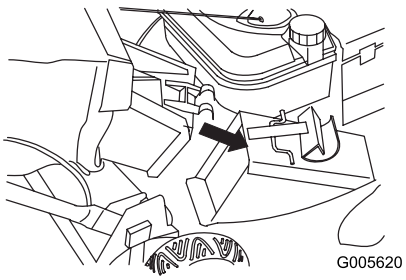

Figur 24
2. Passa in uppsamlarens lucköppning över utkastartunnelns öppning (Figur 24).